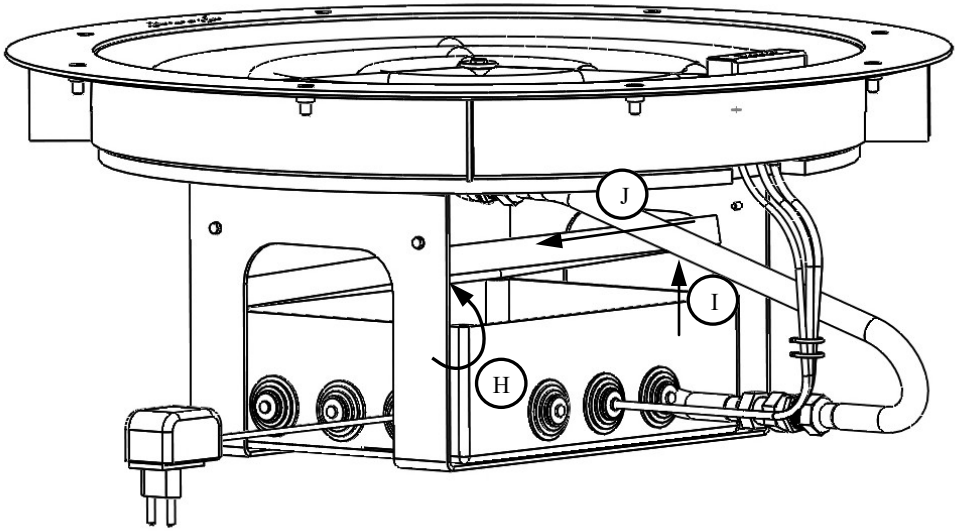

Figure 5:Technical box cover opening
Open the cover (H) and slide it up (I) and then apply small force on its side (J) in order to remove the shaft from the lid of the box and thus remove the cover (Figure 5).